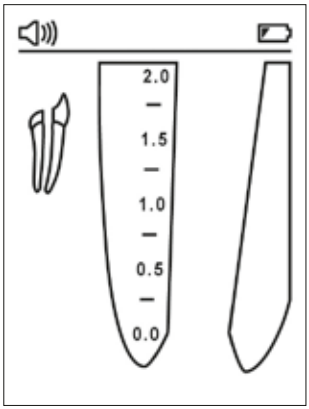

Bilde 2
6.3.2. Når det begynner å bli lite batteri igjen, vil en indikator for lite batteri begynne å blinke i øverste høyre hjørne på skjermen (bilde 2) CanalPro Apex Locator Compact fungerer normalt selv med lite batterier, men batteriene bør byttes før de er helt tomme.